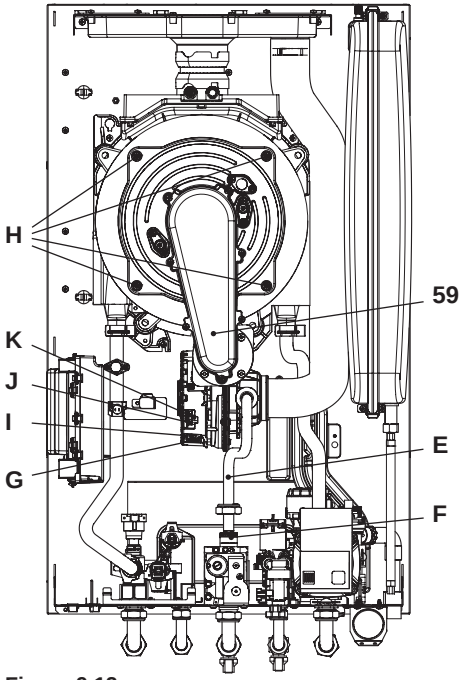

Figura 9.12
Rimozione del gruppo bruciatore ventilatore 59 in Figura 9.12.
- Inserire un cacciavite piano nella rientranza **G** del connettore **I** e fare leva verso il basso, contemporaneamente scollegare il connettore **I** tirandolo frontalmente (Figura 9.12).
- Scollegare il connettore del ventilatore **J** premendo il gancio in plastica **K** posizionato nella parte sottostante del connettore (Figura 9.12).
- Svitare i dadi **H** e rimuovere il gruppo bruciatore ventilatore 59 (Figura 9.12)